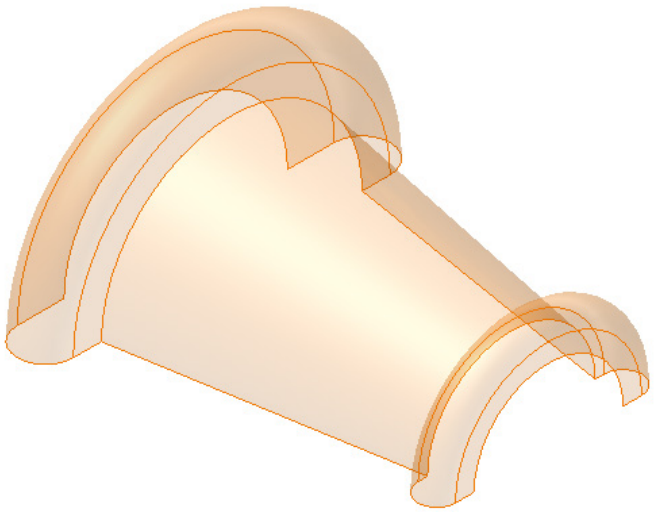

***Figure 18-53*** *Base surface*
5. Enter **180** in the **Angle** edit box in the **Behavior** node. Next, choose **OK**; the base surface is created, as shown in Figure 18-53.